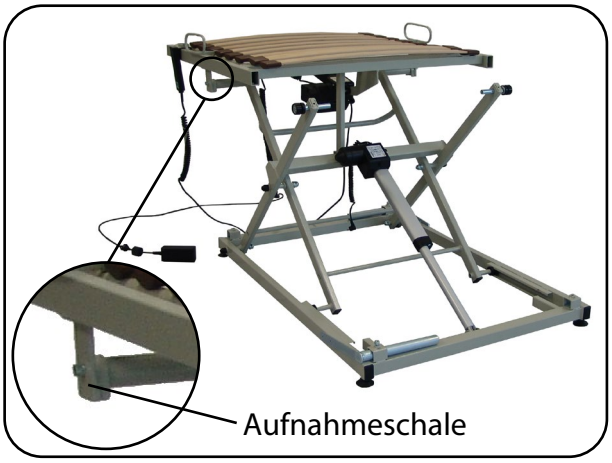

Abb. 6.1.05 - Montage Kopfauflage
7. Schrauben Sie zur Fixierung der Kopfauflage die zwei zuvor entfernten Zylinderkopfschrauben M8 x 16 mit Federscheibe seitlich in die Aufnahmelaschen fest ein (Abb. 6.1.05).